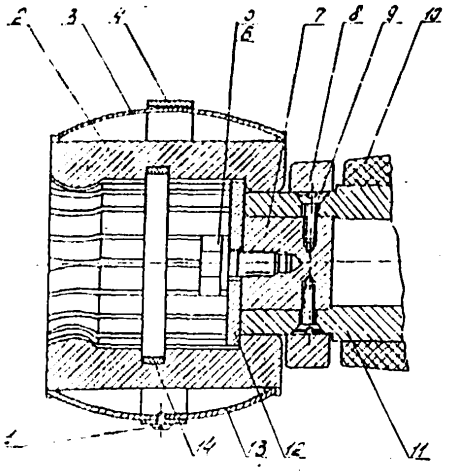

Рис.2. Розеточный контакт:
02.1. Вывернуть болт 5 (рис.2) и снять контакт в сборе с изолятора 10.